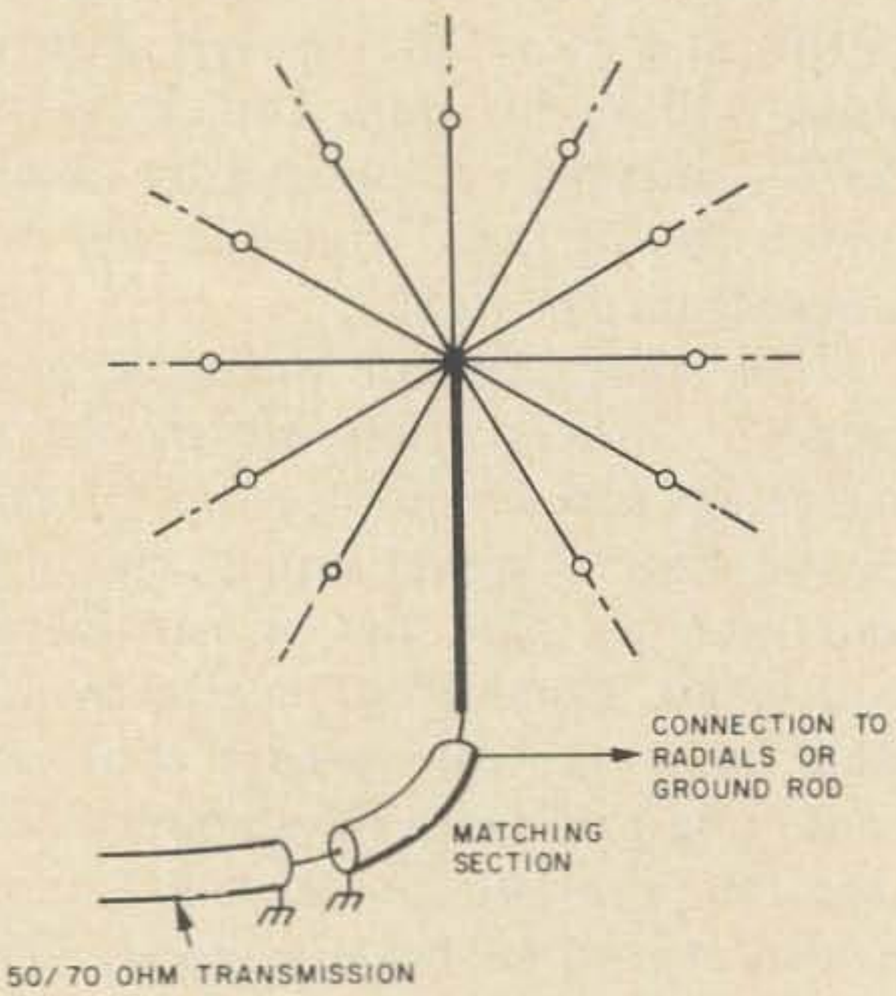

Fig. 1. Basic dimensions of the umbrella antenna.
The basic form of the umbrella antenna is shown in **Fig. 1 (A)**. The vertical mast is relatively short (10 feet on 40 meters, 20 feet on 80 and 160 meters) and the wire web on top introduces inductive loading by
linearly extending the length of the mast and capacitive loading due to the capacity effect between individual web wire and between the wires and the mast. A side view of the antenna is shown in **Fig. 1 (B)**. The dimensions shown were not randomly chosen as one might at first imagine. They are a compromise between a number of factors. If the web wires are brought closer to the mast, the effect of the loading is reduced. If the web wires are made more horizontal, the ground area required increases (however, the loading effect is increased and if the antenna is mounted on a structure such that a large area is available, this approach may be used.) The vertical projection of the web should be held to within ½ the height of the mast. Making the web wires longer will increase the loading effect but the radiation pattern will change such that high angle radiation results and the antenna does not perform as the equivalent of a full-length quarter wave vertical. If one does not object to the high angle radiation or, in fact, prefers it for short-medium distance work on the lower-frequency bands, the web wires can be made as long as desired.
The author's antenna was constructed following the outline dimensions given in **Fig. 1 (B)** to resonate on 40 meters. After installation and testing it was found that resonance was very slightly below 40 meters. The situation was corrected by placing the ground terminal for the web wires slightly closer to the mast. This was done experimentally while checking the transmission line SWR. There are several variables involved in determining the exact resonance of the antenna and either one can vary the angle of the web wires to "fine-tune" the antenna or these wires can be firmly placed on either a small inductor or capacitor used